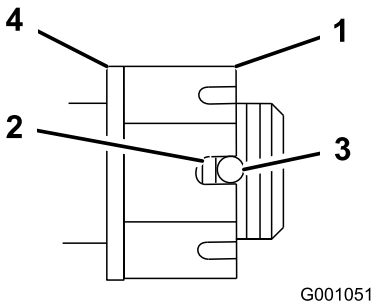

Figur 56
4. Trekk til tennpluggen med et moment på 170 Nm (Figur 56).
5. Kontroller avstanden fra bunnen av slissen i mutteren til den indre kanten i hullet. To gjenger eller mindre skal vises (Figur 56).
7. Fest kniven med et moment på 170 Nm (Figur 56).
8. Trekk til mutteren inntil det neste settet med slisser er i linje med hullene i akselen (Figur 56).